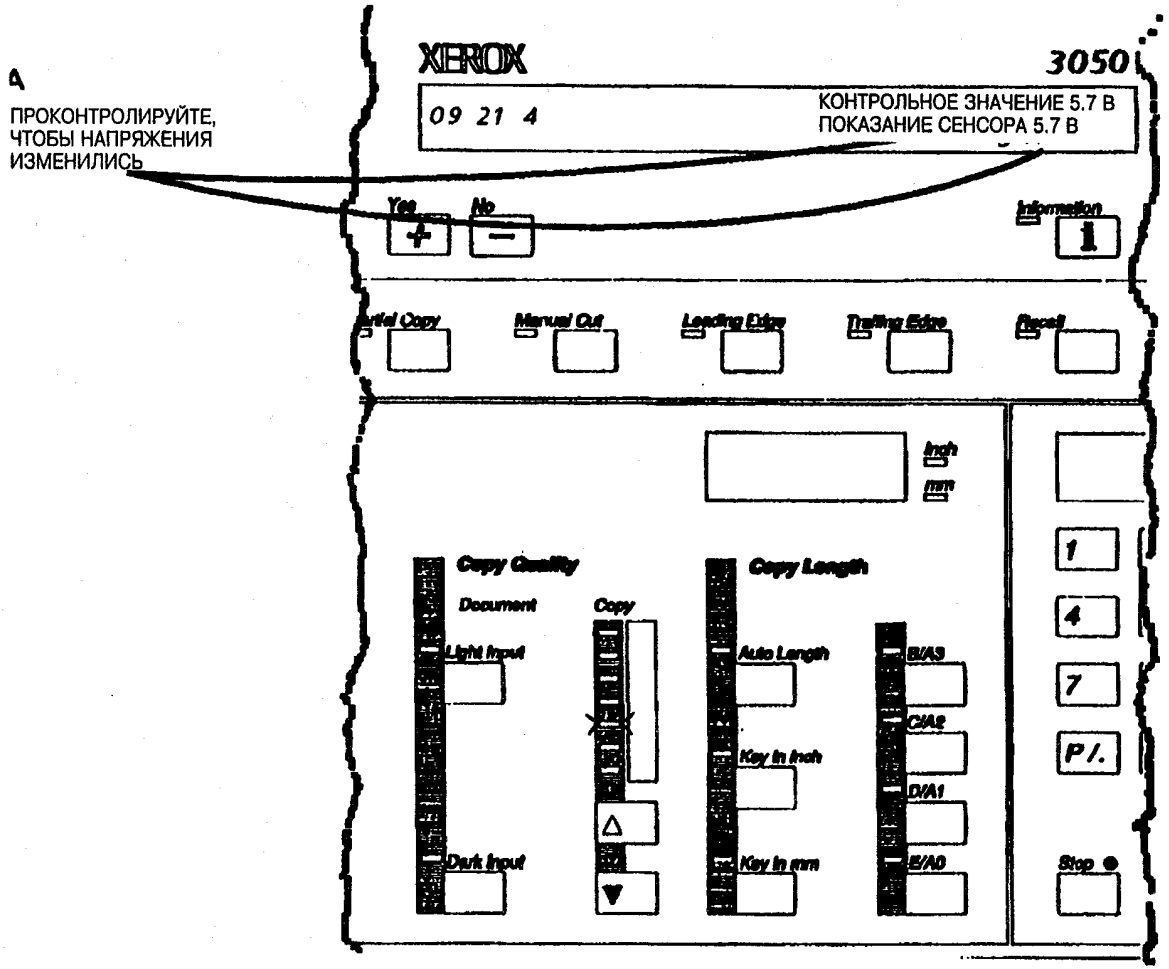

Рис. 2. Проконтролируйте напряжение сенсора тонера
8. (Рис. 2): Проконтролируйте, чтобы напряжение сенсора тонера уменьшилось.